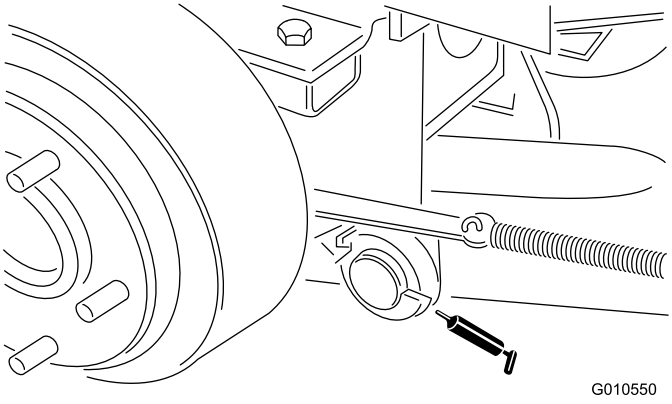

Figura 14
- perni girevoli del braccio di sollevamento destro e sinistro (Figura 14)